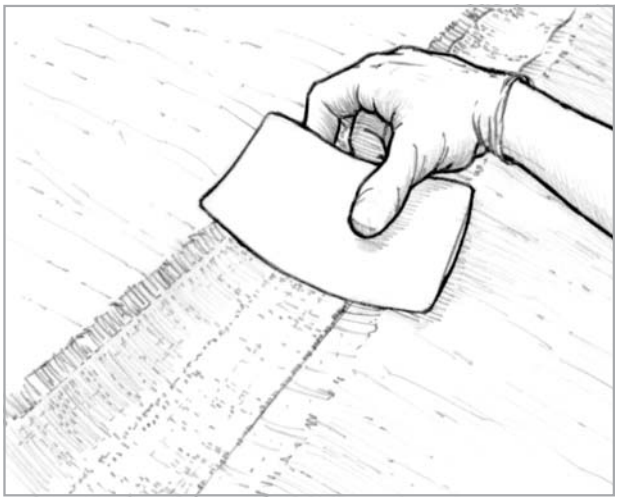

Figure 5-11 *Apply fiberglass tape over the prepared joint.*
6. Apply a layer of fiberglass tape in the depression along the joint *(Figure 5-11)*. 727 Biaxial Tape (4" wide) is ideal for this joint. Use the spreader to work epoxy into the fabric and remove the excess. Apply additional layers, if desired, in the same manner.